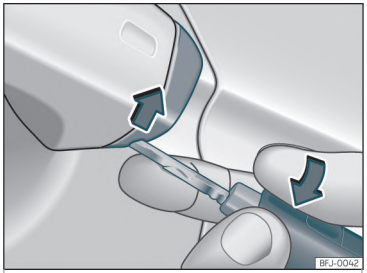

Fig. 79 Mânerul ușii șoferului: scoateți capacul
- Introduceți cheia mecanică în fanta inferioară a capacului de pe mânerul ușii șoferului››› **fig. 79**, apoi scoateți capacul împingându-l în sus.